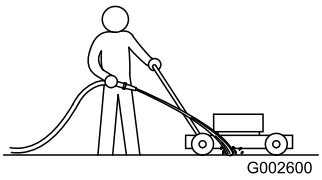

Figur 41
1. Mens motoren går og klipperen står på en flat, asfaltert, rett en vannstråle mot **høyre** bakhjul (Figur 41).